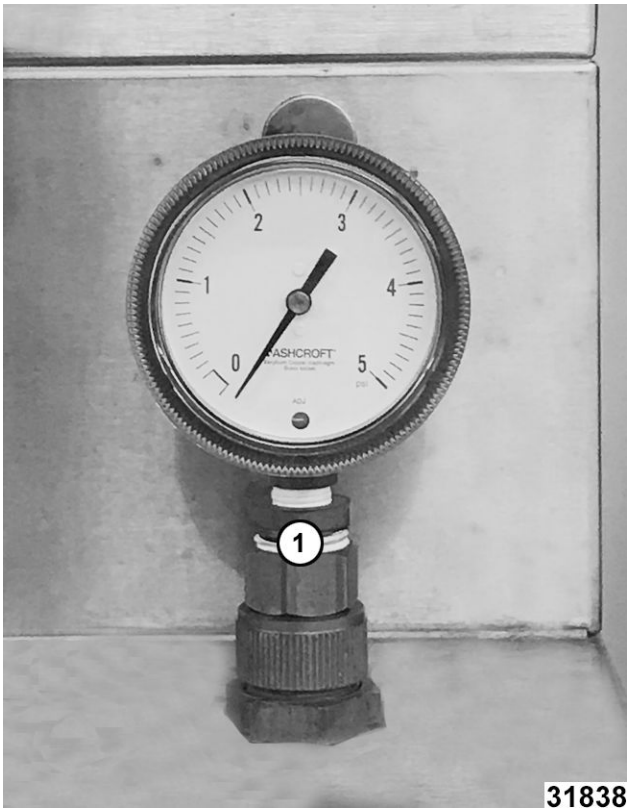

**Fig. 70**
**CURRENT PRODUCTION SHOWN (1, Fig. 70)**